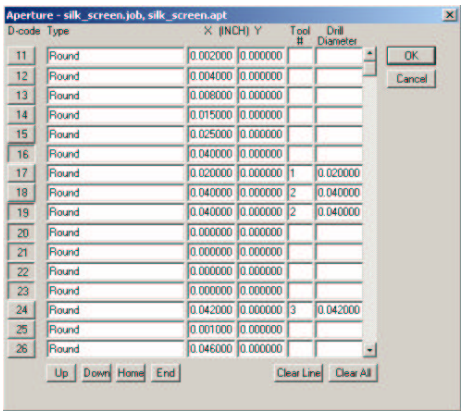

Figure 11: Tool definition example
10) If you want the holes to be drilled for you choose **Layer** and deselect the **Show** option for any layers that are not via layers. Choose **Edit Aperture** and locate the D-codes for the desired holes. Next give a tool number (i.e. 1 for the first tool) and drill diameter (the diameter will be based on the hole dimensions recorded in step 6). Once this is done for every hole (see figure 11), hit **OK.** Hit **OK** again.